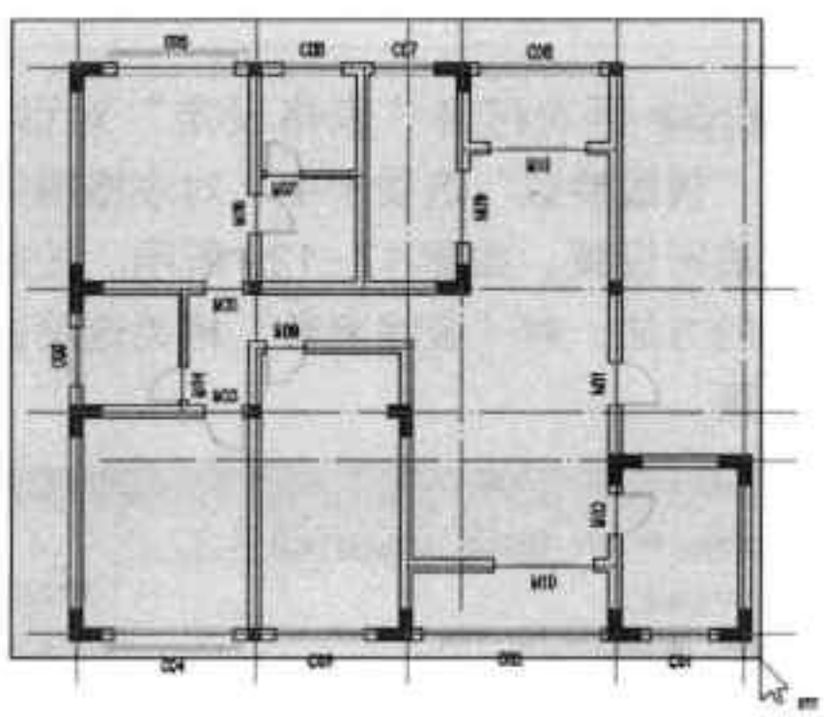

图17-132 框选平面图
Step 01 执行“房间屋顶 > 搜索房间”命令，打开“搜索房间”对话框，将其选项设为默认，然后在绘图区域中根据命令行的提示，框选图纸所有内容，如图 17-132 所示。